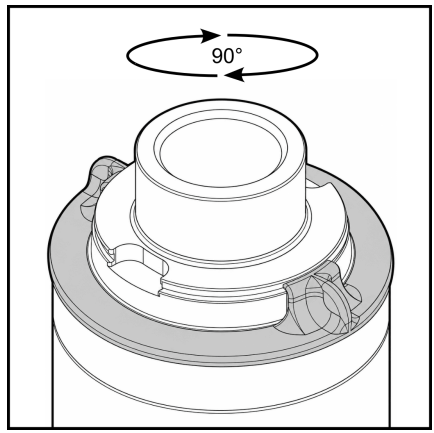

Рис. 20
**3.12** Проверните заглушку на **90°** так чтобы технологический выступ заглушки вошёл в зацепление с канавкой для стопорного кольца. (**Рис. 20**)